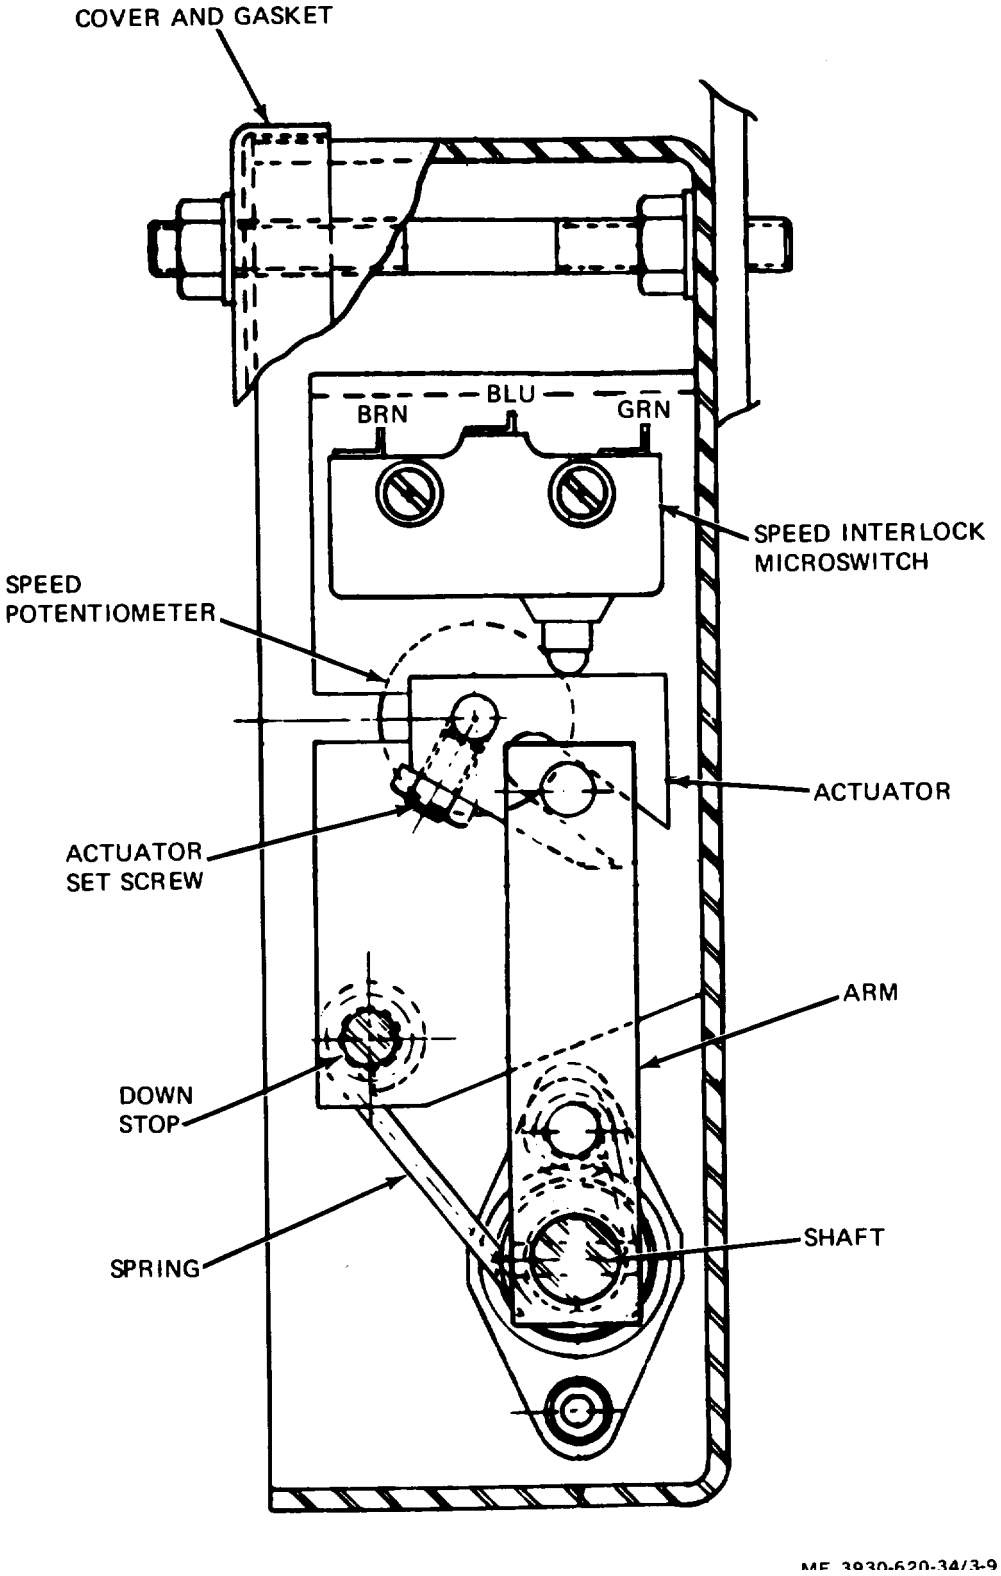

Figure 3-9. Speed control box assembly, sectional view
(1) The accelerator pedal is connected through linkage to the shaft in the speed control box assembly. (fig. 3-9.) The action of the spring holds the arm in the position shown when no pressure is applied to the pedal.
(2) The arm determines the position of the actuator, which is held by the set screw to the potentiometer shaft. In the up position, the potentiometer provides a resistance of about 15.000 ohms.
(3) When the pedal is depressed, the actuator rotates clockwise, turning the potentiometer shaft and releasing the microswitch plunger. This rotation decreases the resistance of the potentiometer.
(4) Maximum depression of the pedal is reached when the arm bears against the down stop. At this point, the potentiometer provides a resistance of about 40 ohms.